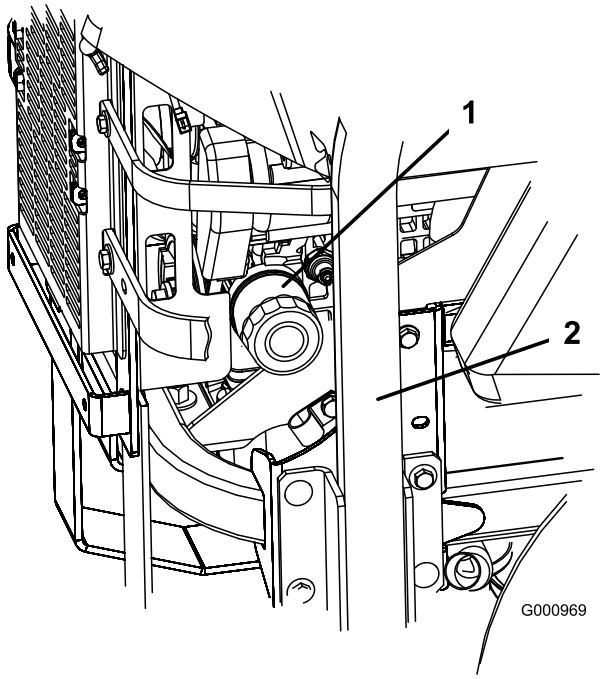
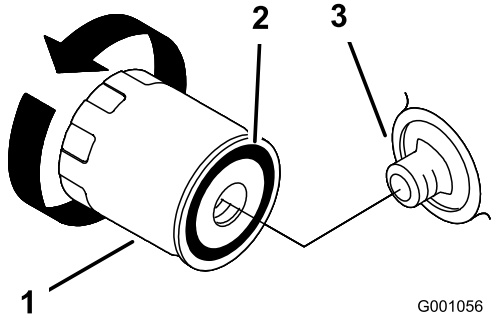

**Figuur 41**
**Figuur 42**
2. Draai het filter naar links om het te verwijderen (Figuur 41 en Figuur 42).